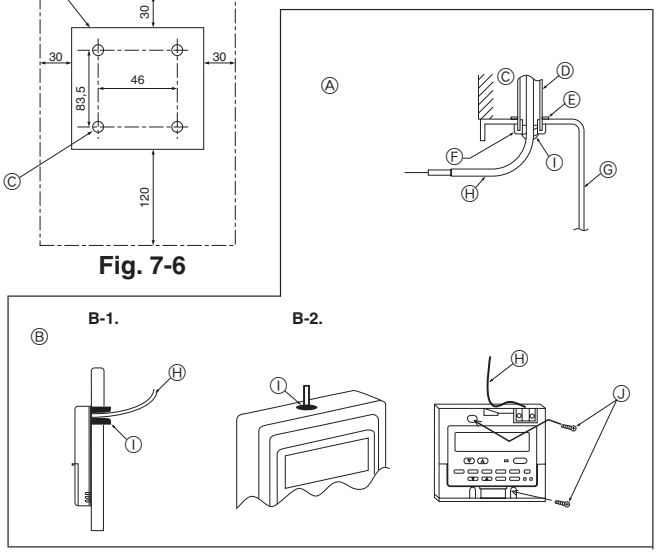

Fig. 7-7
(2) Den Wartungszugang des Fernbedienungskabel mit Kitt oder Dichtungsmittel abdichten, um das mögliche Eindringen von Tau, Wasser, Kakerlaken oder Würmern und Raupen zu verhindern. (Fig. 7-7)